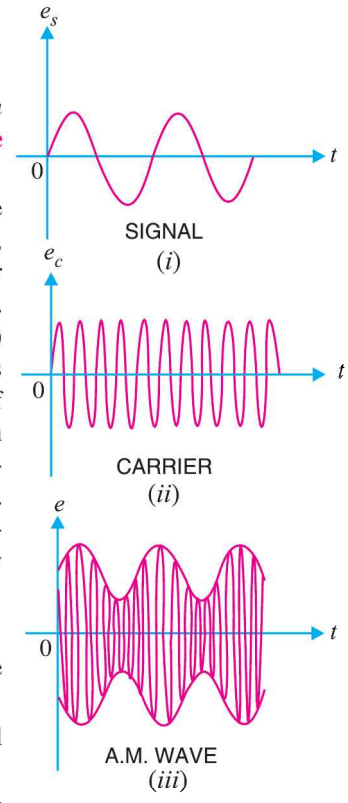

Fig. 16.2
In amplitude modulation, only the amplitude of the carrier wave is changed in accordance with the intensity of the signal. However, the frequency of the modulated wave remains the same *i.e.* carrier frequency. Fig. 16.2 shows the principle of amplitude modulation. Fig. 16.2 (*i*) shows the audio electrical signal whereas Fig. 16.2 (*ii*) shows a carrier wave of constant amplitude. Fig. 16.2 (*iii*) shows the amplitude modulated (AM) wave. Note that the amplitudes of both positive and negative half-cycles of carrier wave are changed in accordance with the signal. For instance, when the signal is increasing in the positive sense, the amplitude of carrier wave also increases. On the other hand, during negative half-cycle of the signal, the amplitude of carrier wave decreases. Amplitude modulation is done by an electronic circuit called *modulator*.